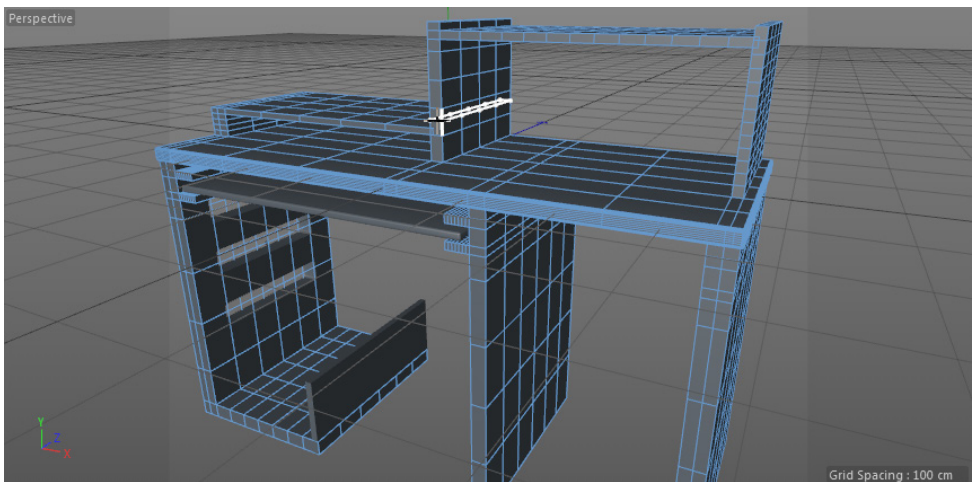
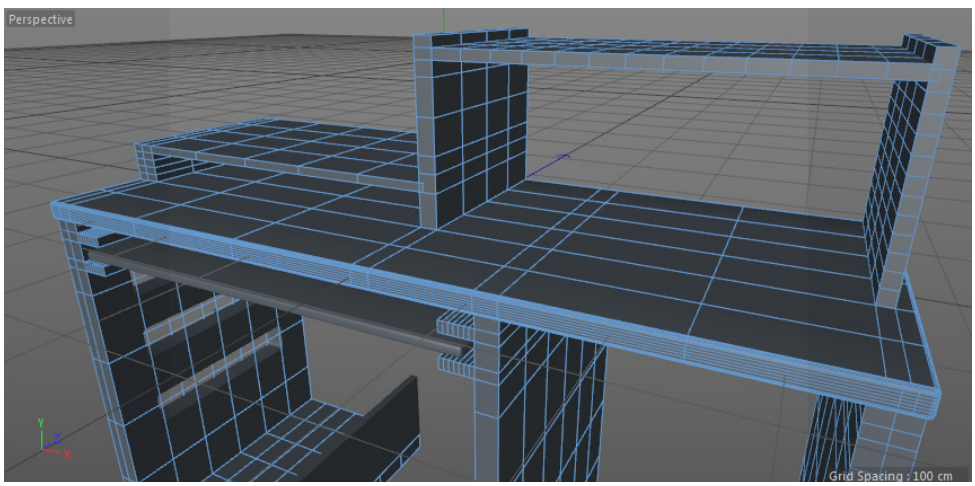

Figure 3-45 *Clicking on edge to create a new edge loop*
Figure 3-46 *The new edge loop added to the Computer table*
12. Make sure the **Enable Snap** tool is deactivated in the Modes Palette. Next, click to create an edge loop, refer to Figure 3-45; a new edge loop is added to *Computer table*. Again, create an edge loop using the **Loop/Path Cut** tool, refer to Figure 3-46.